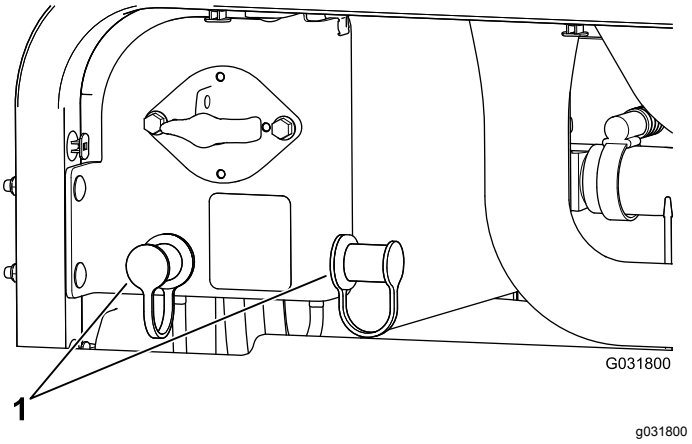

**Figur 114**
3. Ta bort skydden från startpolerna (Figur 114).